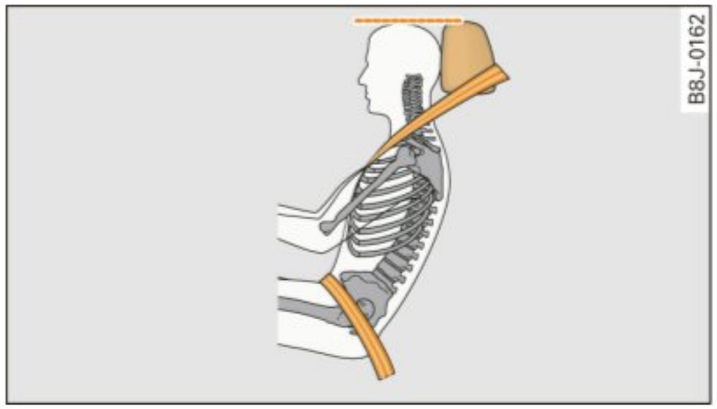

Fig. 126 Correctly adjusted head restraint viewed from the side
– Adjust the head restraint so that the upper edge of the restraint is level with the top of your head, but no lower than eye level and so it is as close to the back of your head as possible ⇒ fig. 126.